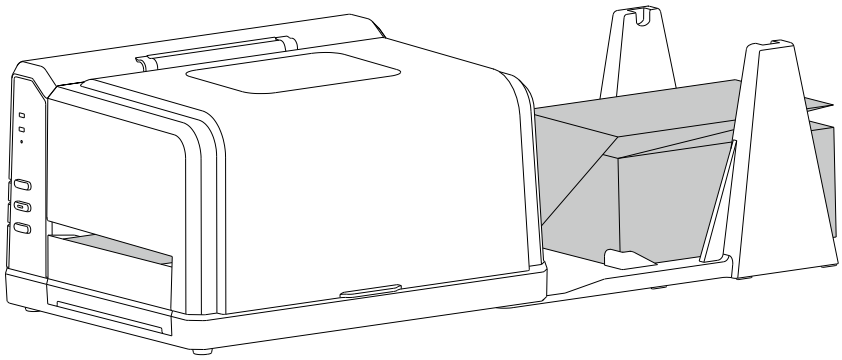

Figure 2-21 Fanfold Label Loaded
5. Press down the Handle of the Printhead to lock the Printhead, then close the right cover. See Figure 2-21.